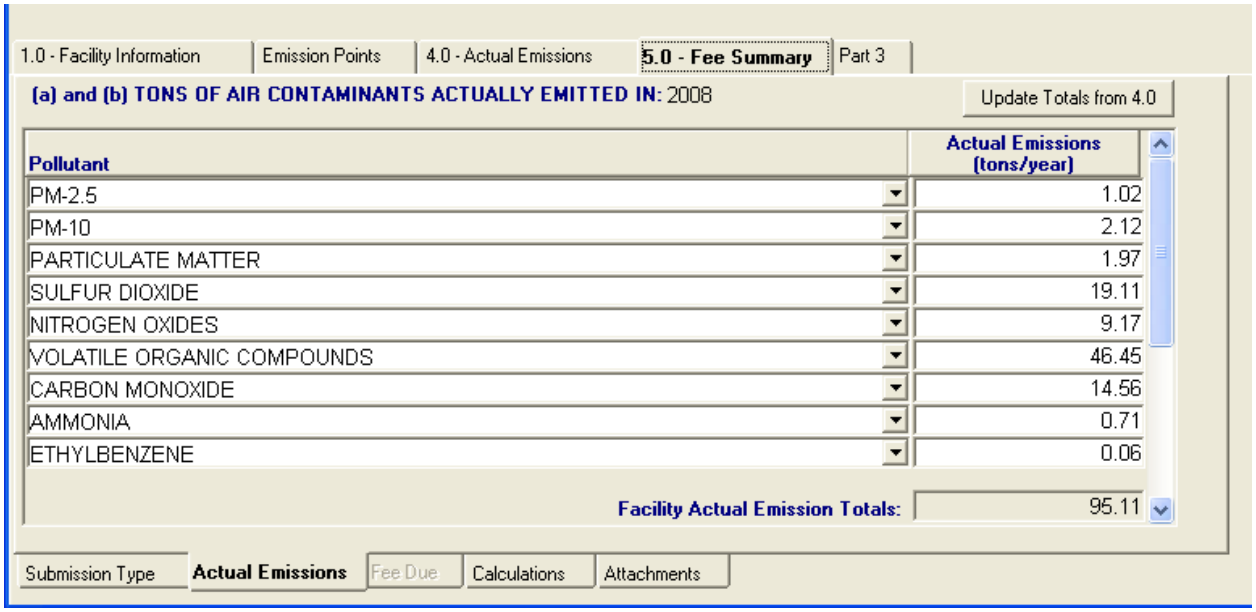

Figure 9.14 – Summary of total emissions per pollutant
4. Click the **Update Totals from 4.0** button. A summary of the total emissions per pollutant will appear (see Figure 9.14).